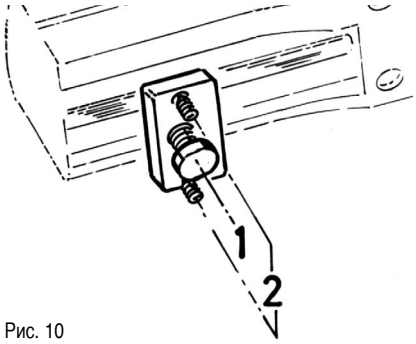

Рис. 10
1) После определения желаемого предела открывания и положения двери расположите механический стопор в нужном месте и закрепите винтом 8MA с помощью ключа на 13мм (Рис.10).